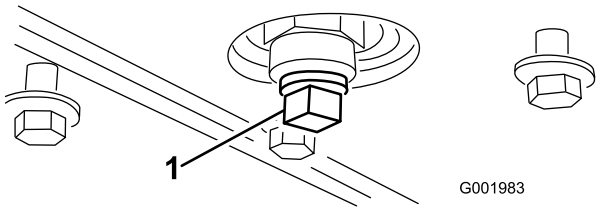

Figur 51
5. Fjern aftapningsproppen (Figur 51).